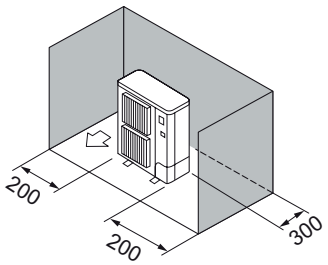

Rys. 2-4
③ Przeszkody znajdują tylko z tyłu i po bokach urządzenia (Rys. 2-4)